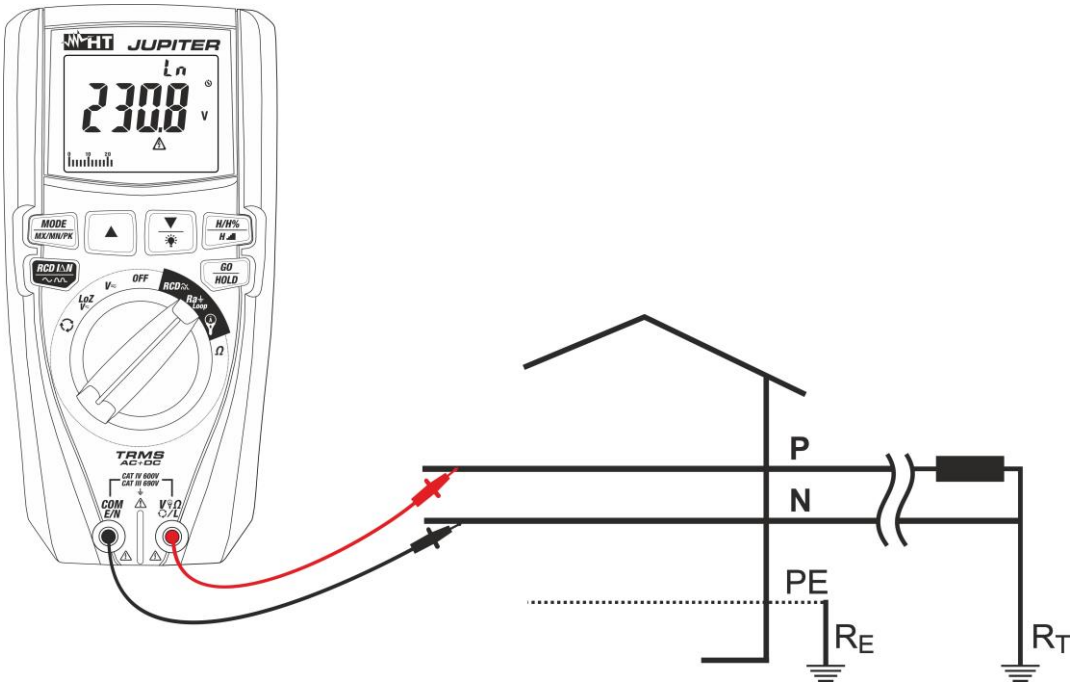

Fig. 26: Uso do instrumento para medir a impedância Loop L-N com ponteiras
8. **Para medição do Loop L-N** no caso de usar ponteiras de medida inserir o condutor vermelho no terminal de entrada **VΩL** e o condutor preto no terminal de entrada **COM/E/N** e ligar o instrumento à instalação em exame (ver Fig. 26). O valor da tensão Fase-Neutro é apresentado no display.